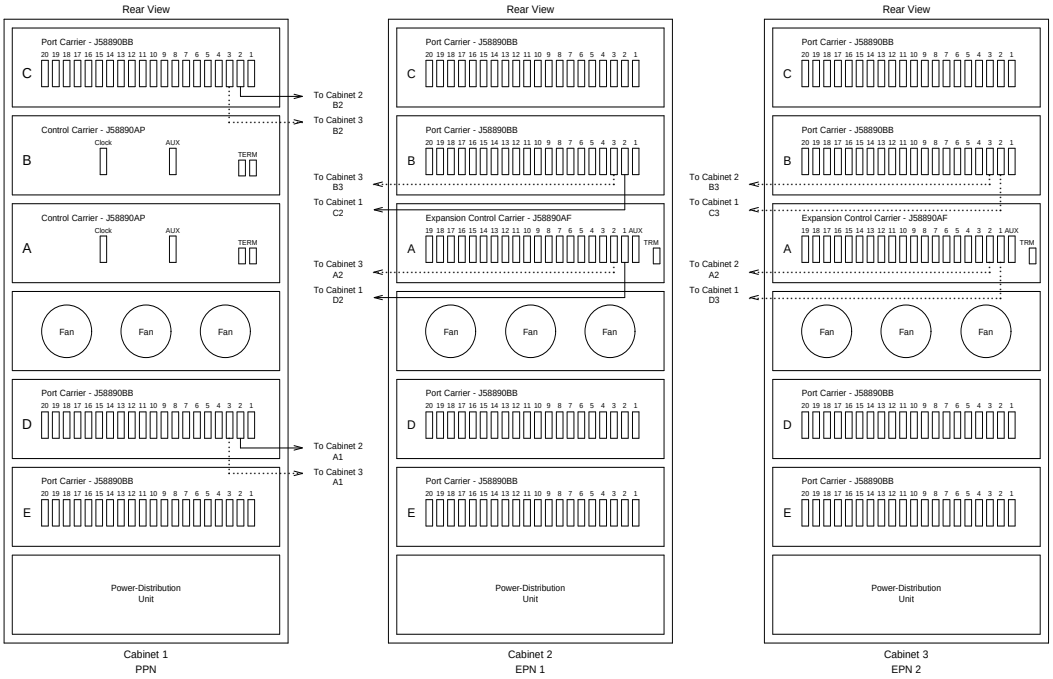
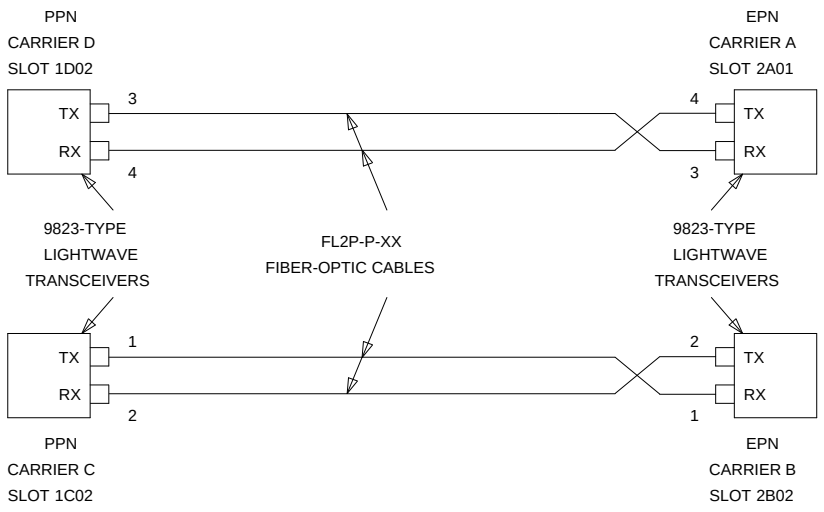
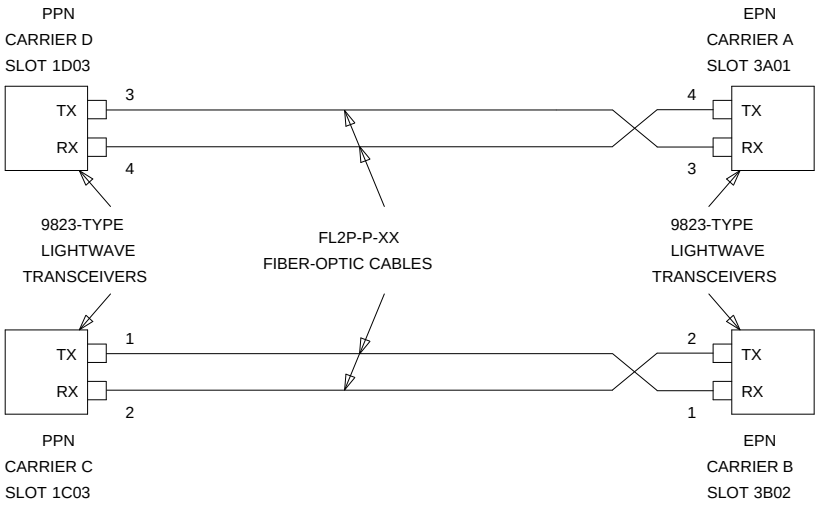
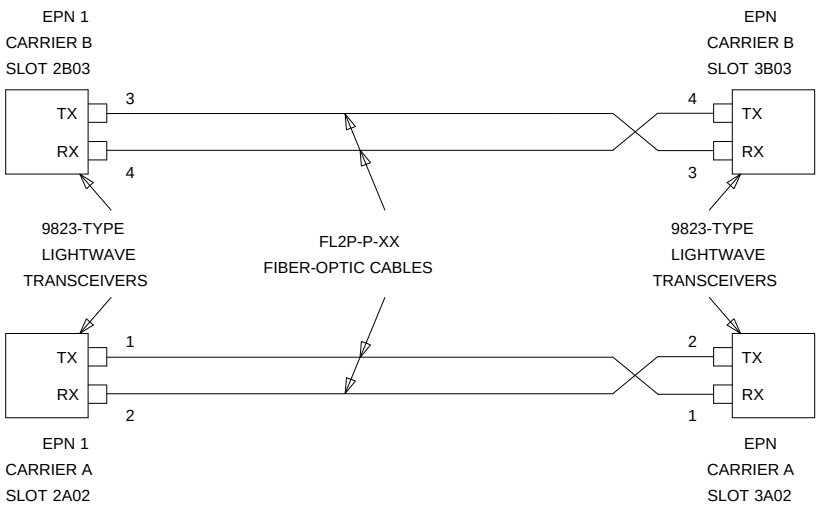

Figure 6-49. Critical-Reliability G3r V4 with Two or Three Port Networks
Figure 6-50. Fiber-Optic Connections PPN to EPN1
Figure 6-51. Fiber-Optic Connections PPN to EPN2
Figure 6-52. Fiber-Optic Connections EPN1 to EPN2
The connectors on the lightwave transceivers are labeled either “TX” (transmit) or “RX” (receive), while the fibers attached to each connector are numbered either ‘‘1’’ or ‘‘2.’’ A viable fiber connection is only made when both fibers in each cable (that is, ‘‘1’’ and ‘‘2’’) route from the “TX” connector of a port network to the “RX” connector of its adjacent port network. For an example, refer to Figure 6-50.)
1. Behind port carrier C of PPN cabinet 1 (see Figure 6-49, Figure 6-50, Figure 6-51, and Figure 6-52):